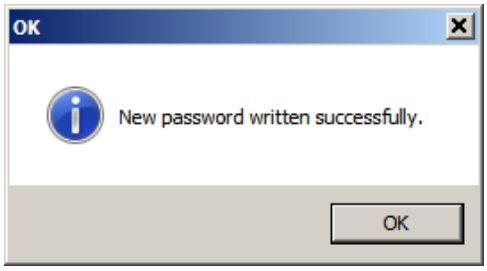

Figure 4-40 New Bluetooth Password Written Successfully Screen
5. Select **OK**. TapTalk will display a "New Password written successfully" confirmation screen (Figure 4-40).